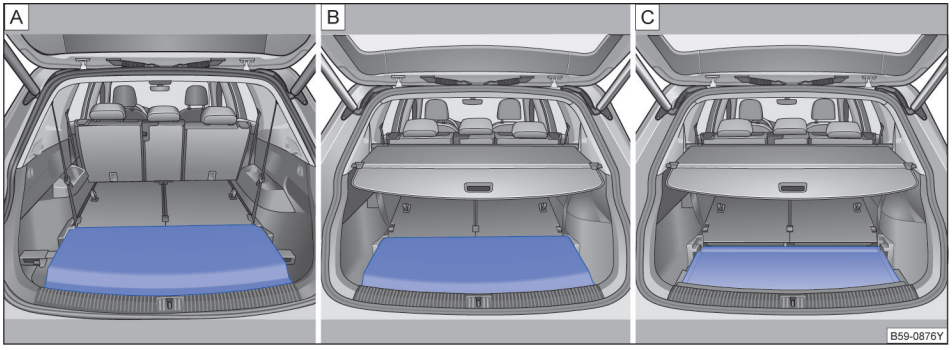

图 198 行李厢地板的三种使用方式
– 放置行李厢地板，与第三排座椅齐平→ 图 198 A。
– 放置行李厢地板，与第三排座椅齐平→ 图 198 B。
– 将行李厢地板翻转过来使用→ 图 198 C，此时行李厢地板下降约 80 mm，行李厢空间增大约 24 L。 ▶